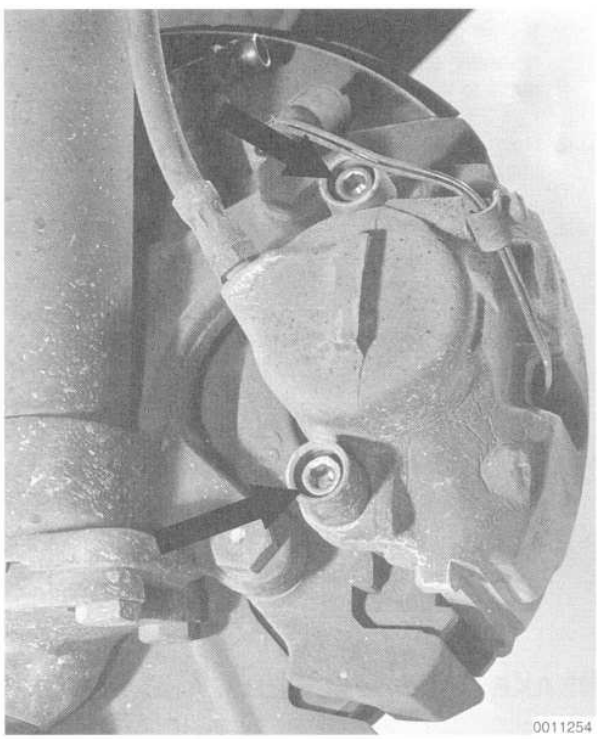

Fig. 2. Brake caliper guide bolts (**arrows**).
2. Remove the plastic caps from the guide bolt covers and then remove the guide bolts. See Fig. 2.